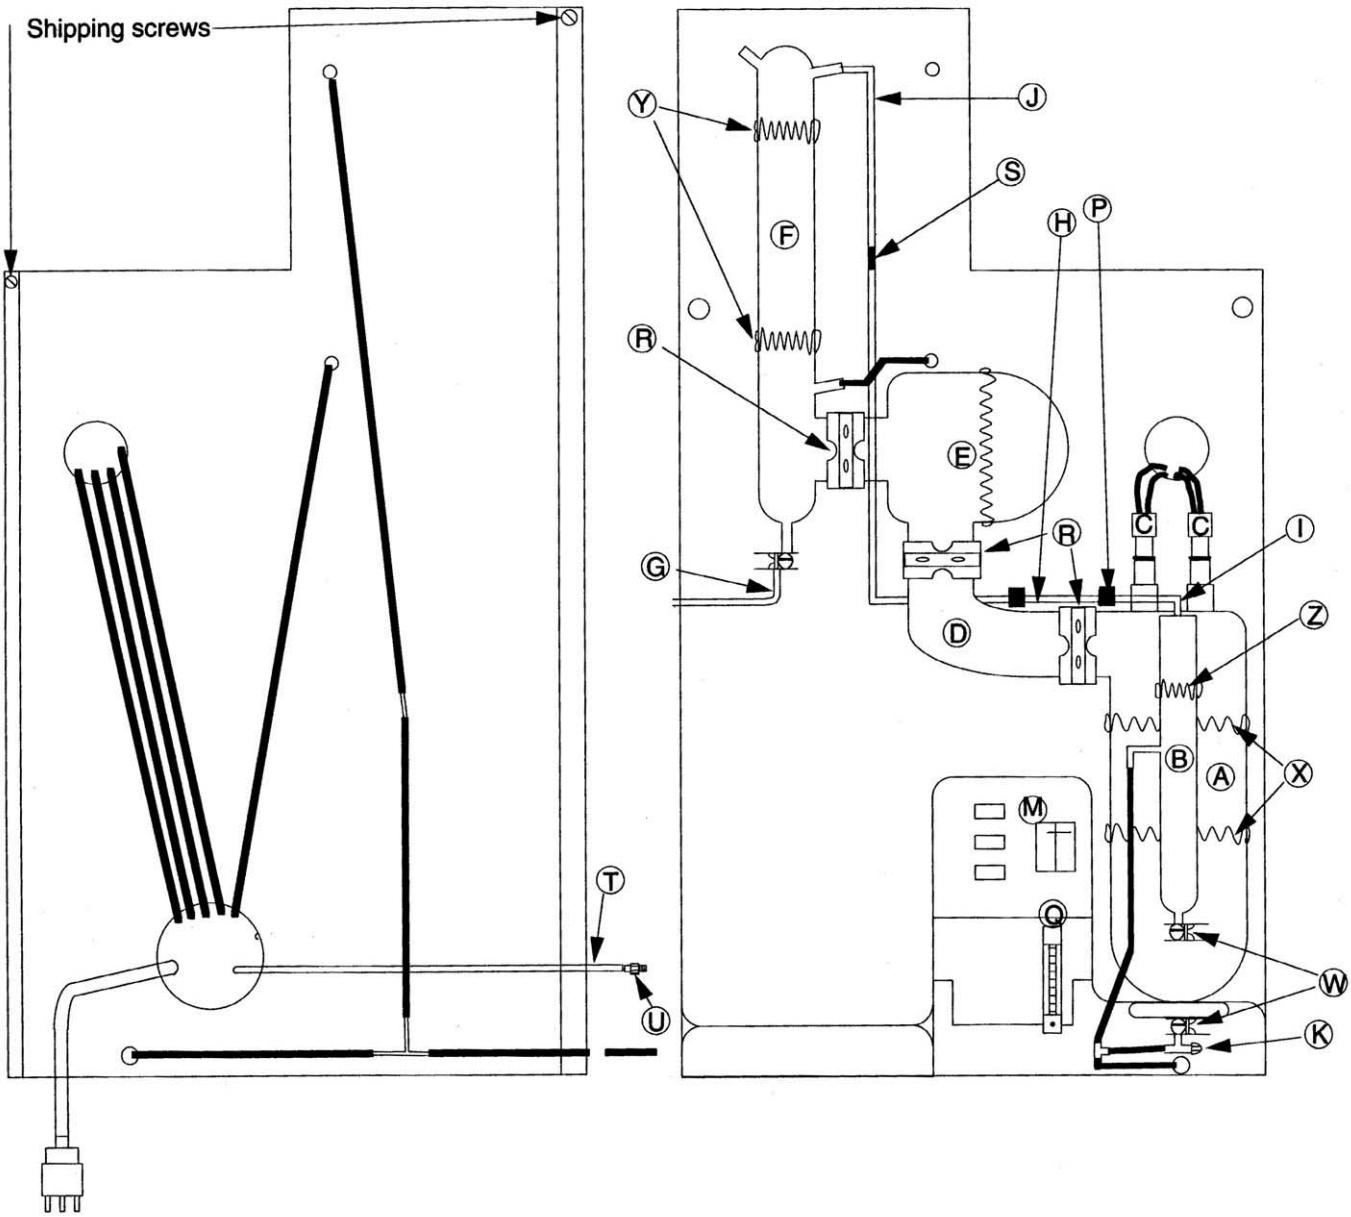

Figure 4-4. Assembled Components Complete
1. Refer to Figure 4-4 for location when connecting your water still to the ACS. Connect the ACS tube from the parts box to condenser “F”, using #18-A Thomas clamp “W”.